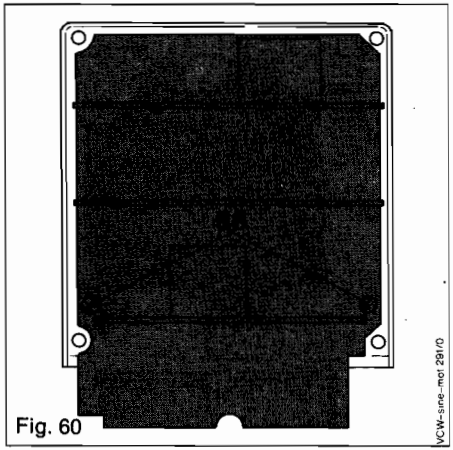

Fig. 60
14.9.3 Change of main switch circuit board (M.S.C.B.) (Fig. 60)